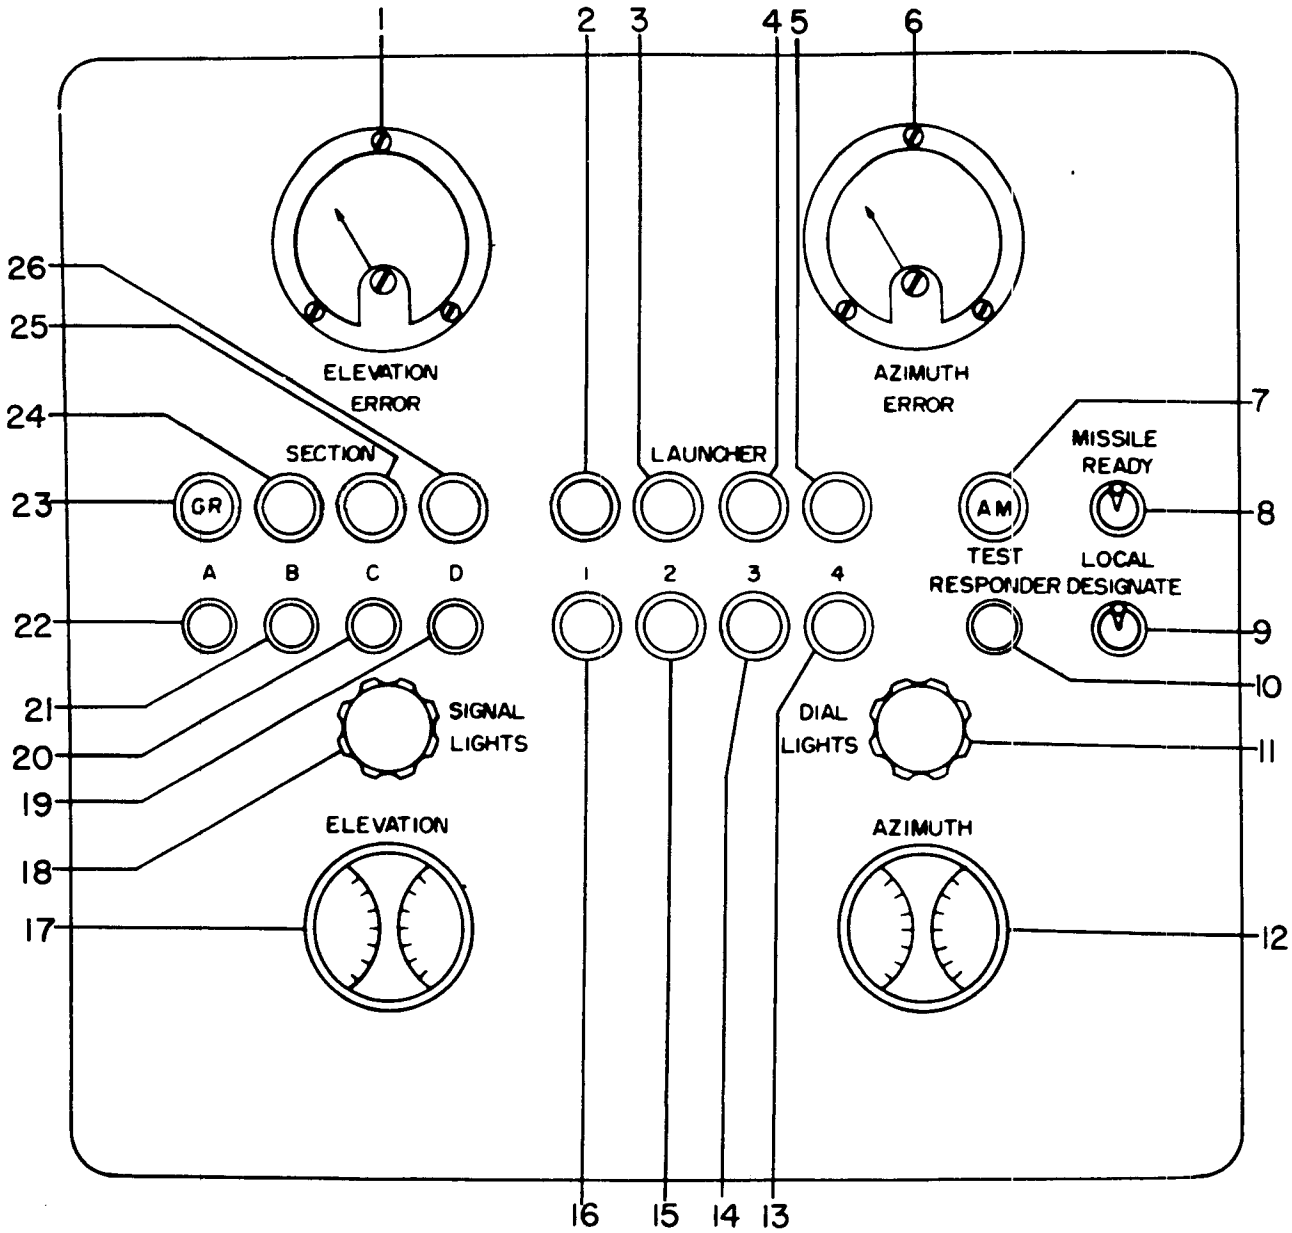

*Figure 32. Missile indicating panel.*
(2) Figure 32 and table XXVII show the indicators and controls on the missile indicating panel.